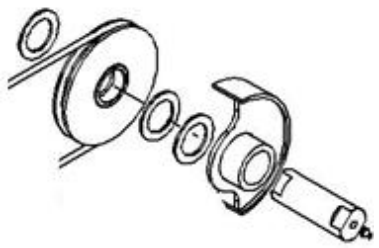
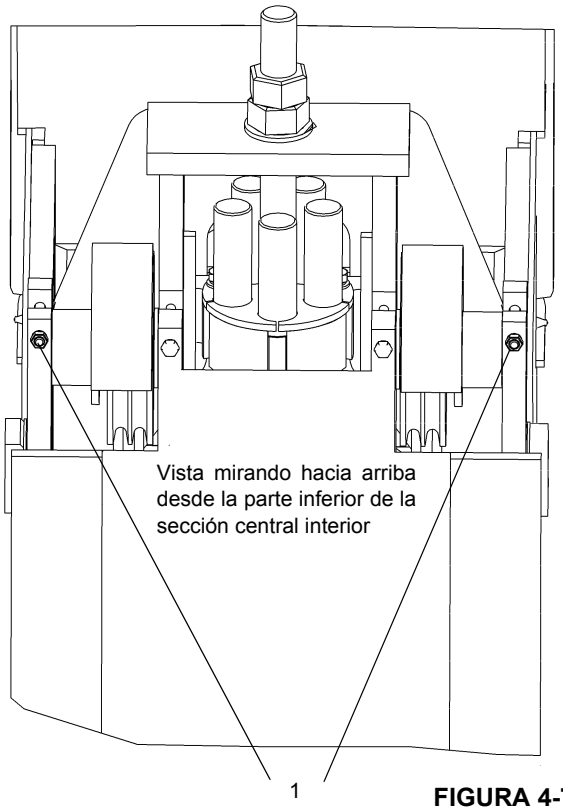

FIGURA 4-78
FIGURA 4-79
30. Arme el conjunto de poleas de retracción de la sección central según se muestra en la Figura 4-78 y la Figura 4-79. Observe que el pasador tiene una arandela de empuje en el interior de la pluma y dos arandelas de empuje en el exterior de la pluma.
31. Enhebre los cables de retracción centrales en los conjuntos de polea izquierda y derecha de retracción de la sección central e instale como se muestra en la Figura 4-78.
32. Instale el perno retenedor, la arandela y la tuerca para trabar los pasadores del conjunto de poleas en su lugar (Figura 4-79, 1).